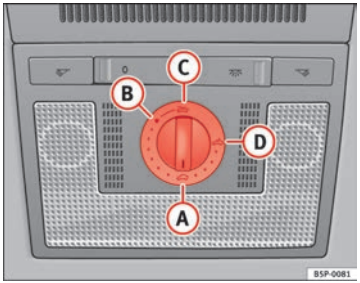

Fig. 68 Dettaglio del rivestimento interno del tetto: manopola del tettuccio scorrevole / sollevabile
– Ruotare la manopola sulla posizione (A) ⇒ fig. 68 ⇒ ⚠.